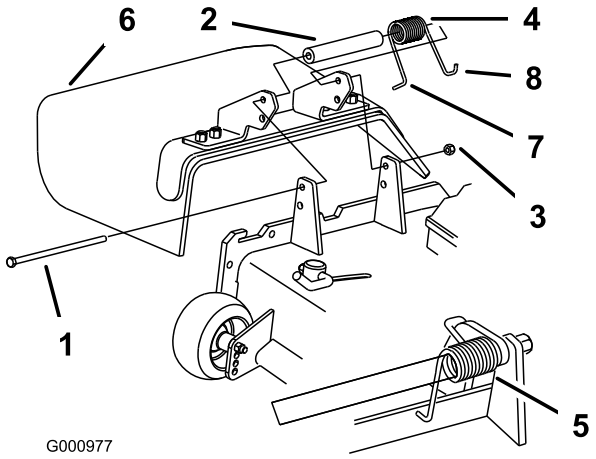

Figur 89
1. Fjern låsemutteren, bolten, fjæren og avstandsstykket som holder avlederen festet til svingbrakettene (Figur 89). Fjern den skadde eller slitte gressavlederen.
Merk: Påse at L-enden av fjæren er montert bak enhetskanten før du monterer bolten som vist i Figur 89.
3. Monter bolt og mutter. Plasser **J**-krokenden av fjæren rundt gressavlederen (Figur 89).